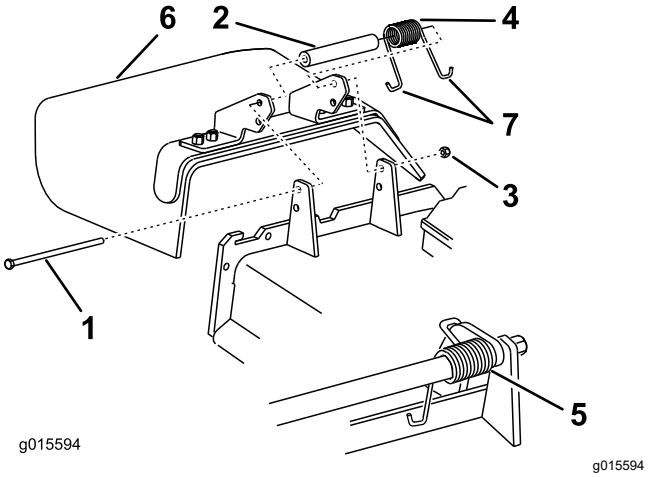

Figure 86
1. Remove the locknut, bolt, spring, and spacer holding the deflector to the pivot brackets (Figure 86).
2. Remove the damaged or worn grass deflector (Figure 86).
Note: Make sure that 1 **J**-hook end of the spring is installed behind the deck edge before installing the bolt as shown in Figure 86.
6. Place 1 **J**-hook end of the spring around the grass deflector (Figure 86).